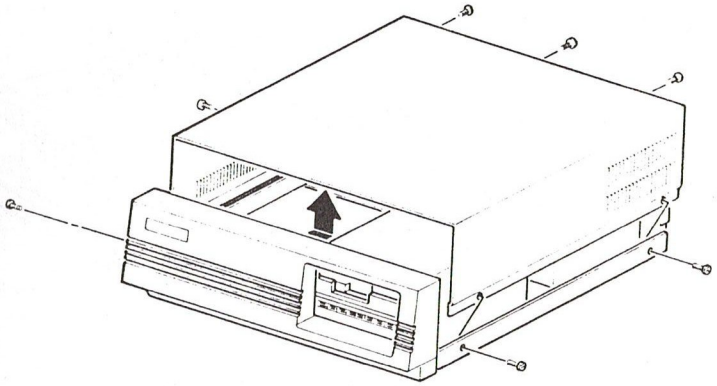

Figure 5-1. Removing the Cover
4. Remove the seven screws that secure the top cover to the computer chassis, as shown in Figure 5-1. Save these screws; you will need them when you reassemble your computer. A small plastic bag is handy for keeping these screws together until you are ready to use them again.